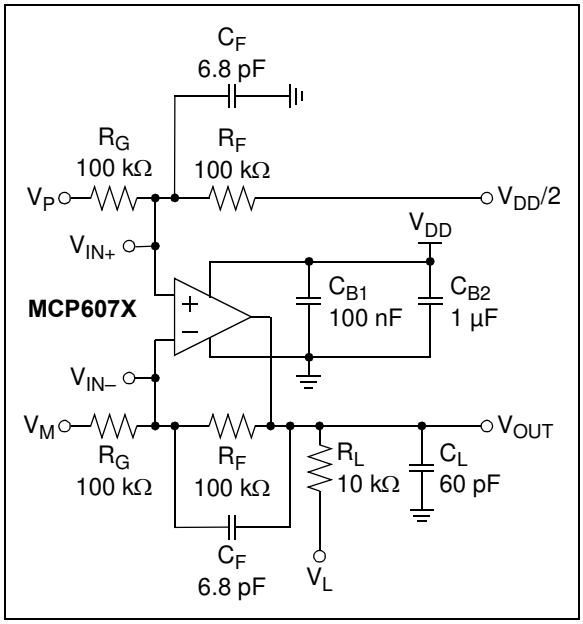

***FIGURE 1-1:*** *AC and DC Test Circuit for Most Specifications.*
**Electrical Characteristics**: Unless otherwise indicated, $V_{DD}$ = +1.8V to +6.0V, $V_{SS}$= GND, $T_A$= +25°C, $V_{CM} = V_{DD}/2$, $V_{OUT} \approx V_{DD}/2$, $V_L = V_{DD}/2$ and $R_L$ = 10 kΩ to $V_L$. (Refer to Figure 1-1).
| **Electrical Characteristics**: Unless otherwise indicated, $V_{DD}$ = +1.8V to +6.0V, $V_{SS}$= GND, $T_A$= +25°C, $V_{CM}$ = $V_{DD}$/2, $V_{OUT}$ ≈ $V_{DD}$/2, $V_L$ = $V_{DD}$/2 and $R_L$ = 10 kΩ to $V_L$. (Refer to Figure 1-1). | | | | | | |
| **Electrical Characteristics:** Unless otherwise indicated, $T_A$ = +25°C, $V_{DD}$ = +1.8 to +6.0V, $V_{SS}$ = GND, $V_{CM}$ = $V_{DD}$/2, $V_{OUT}$ ≈ $V_{DD}$/2, $V_L$ = $V_{DD}$/2, $R_L$ = 10 kΩ to $V_L$ and $C_L$ = 60 pF. (Refer to Figure 1-1). | | | | | | |
The circuit used for most DC and AC tests is shown in Figure 1-1. This circuit can independently set $V_{CM}$ and $V_{OUT}$; see Equation 1-1. Note that $V_{CM}$ is not the circuit's common mode voltage (($V_P + V_M$)/2), and that $V_{OST}$ includes $V_{OS}$ plus the effects (on the input offset error, $V_{OST}$) of temperature, CMRR, PSRR and $A_{OL}$.